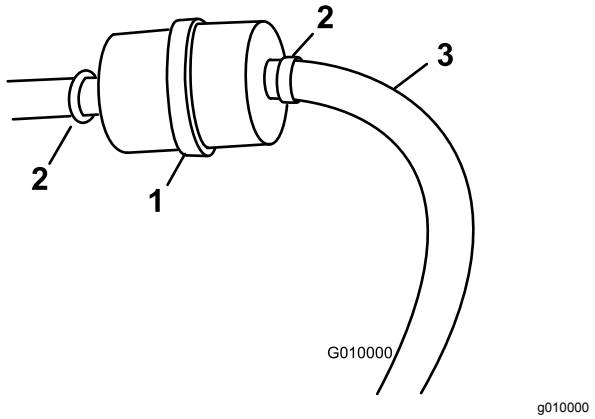

Figur 17
3. Anbring en ren beholder under brændstoffilteret (Figur 17).